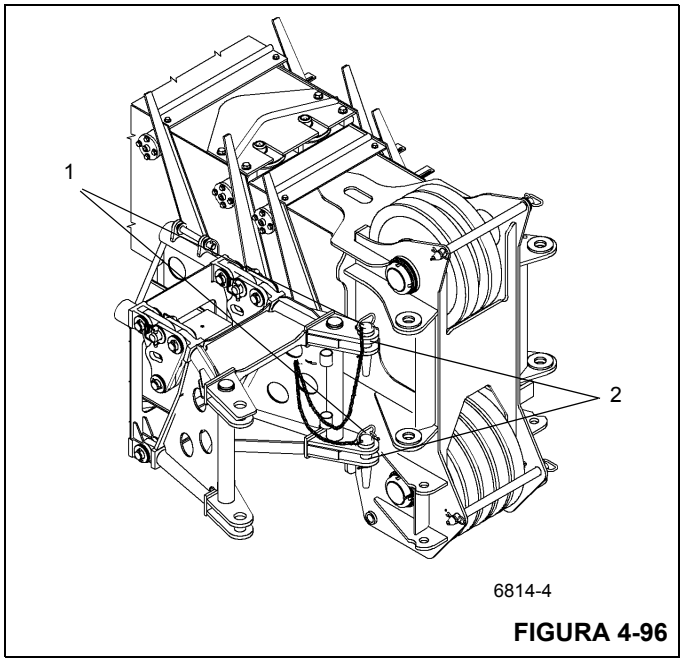

FIGURA 4-96
13. Retire los pasadores de fijación y los pasadores de pinza (Figura 4-96, 1) de los adaptadores de anclaje y de fijación (Figura 4-96, 2) en el lado derecho de la punta de la pluma, y almacénelos en la base de la extensión de pluma. Guarde los pasadores de fijación y pinzas del lado izquierdo en el adaptador de fijación exterior de la sección articulada.